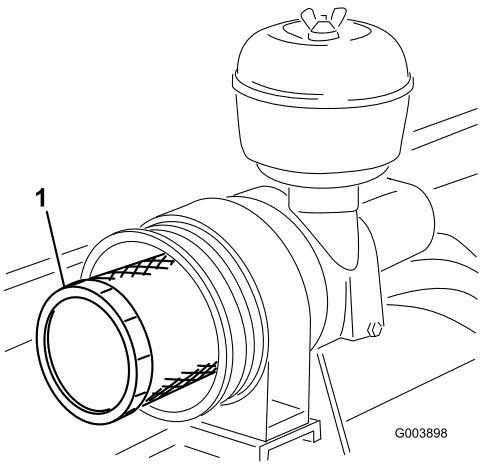

Figur 51
3. Afmonter og udskift primærfilteret (Figur 51).